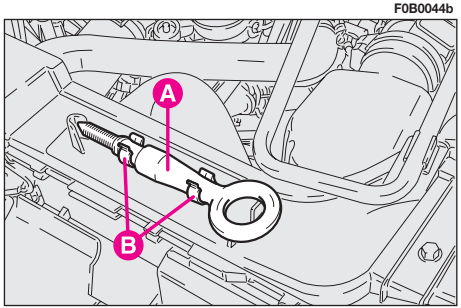

fig. 42
– remove the tow hitch **A-fig. 42** from its supports **B**;